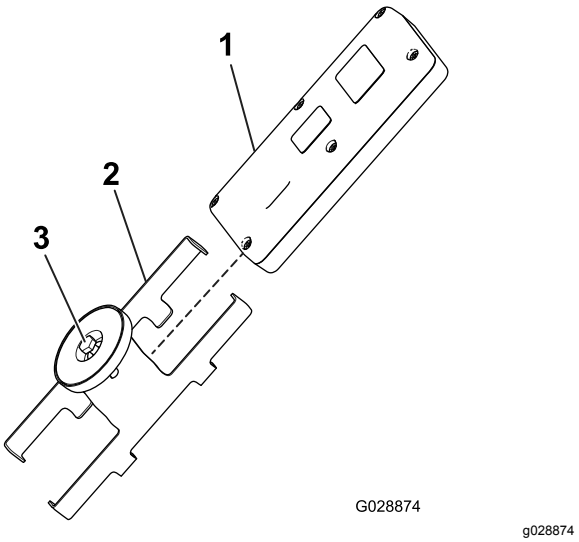

Figur 36
1. Lossa bulten i magneten på det magnetiska kontrollfästet (Figur 36).
2. Dra isär fästets sidor och ta bort kontrollen (Figur 36).
8. Montera handkontrollen på det magnetiska fästet för handkontrollen, dra ihop halvorna för att fästa handkontrollen och dra åt bulten i magneten (Figur 36).